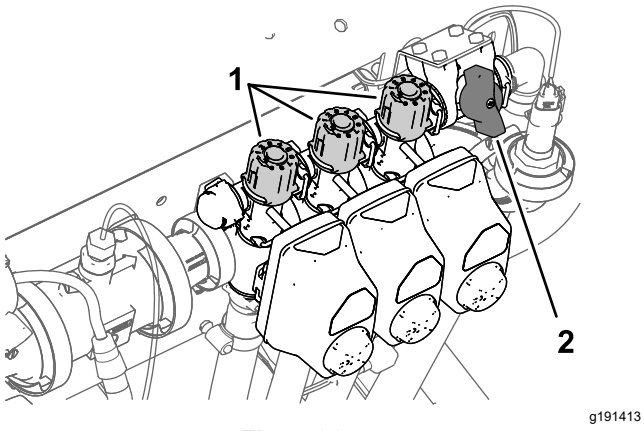

Figur 32
2. Stäng av omkopplaren för vänstersektionen och justera sektionens överströmningsvred (Figur 32) tills värdet som visas når föregående nivå i tabellen.
4. Justera den högra sektionens överströmningsvred (Figur 32) tills värdet av föregående nivå visas, enligt tabellen.
6. Justera mittsektionens överströmningsvred (Figur 32) tills värdet som visas når föregående nivå i tabellen.